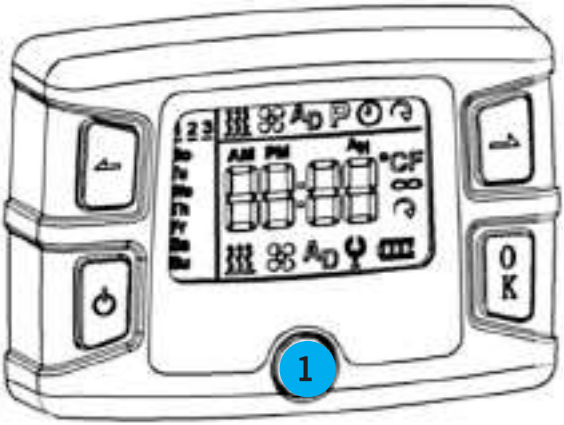

Fig. 43
Rimuovere la manopola Fig. 43 (1), per fissare il controller con una vite.